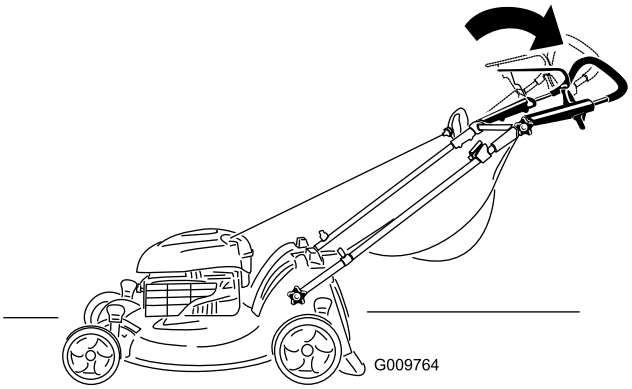

Bild 15
2. Positionieren Sie den oberen Bügel nach Wunsch (Bild 15).